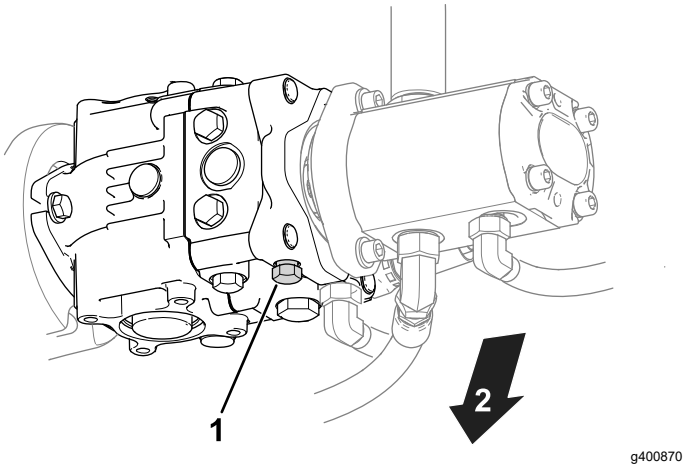

Figuur 24
1. Ga naar de omloopklep op de pomp (Figuur 24).